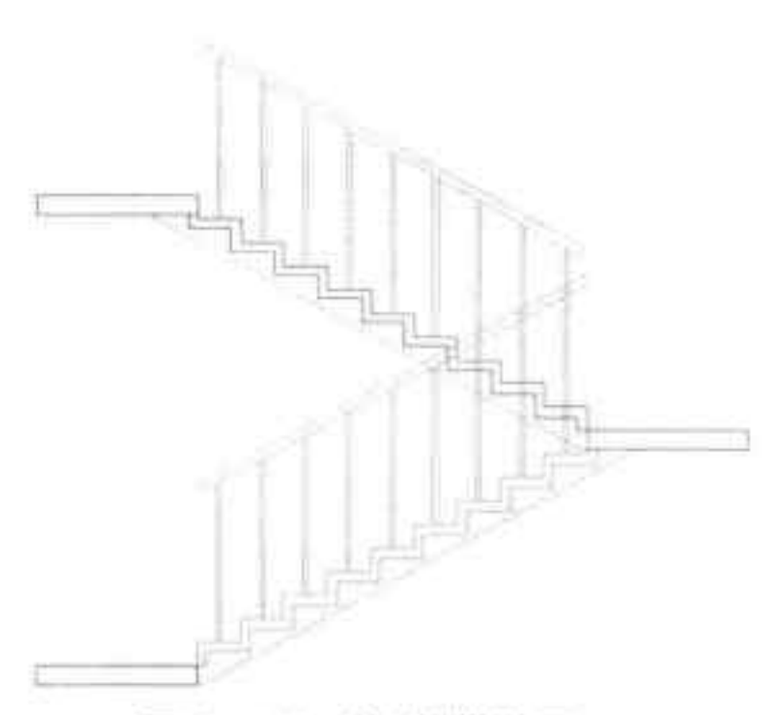

图18-118 绘制楼梯立面
Step 03 设置后，即可在绘图区域中，指定好楼梯位置完成绘制，如图 18-118 所示。